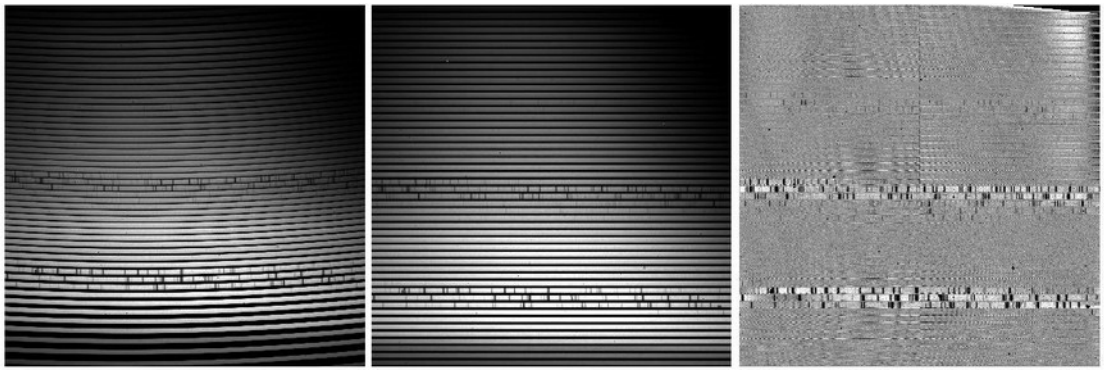

Figure 5: masterflat (curved orders, left), straightened masterflat (center), and normalized masterflat (blaze removed, right)
6. the straightened masterflat is normalized by fitting each row with a 5th order degree polynomial and then dividing the row by the polynomial (see Fig. 5);